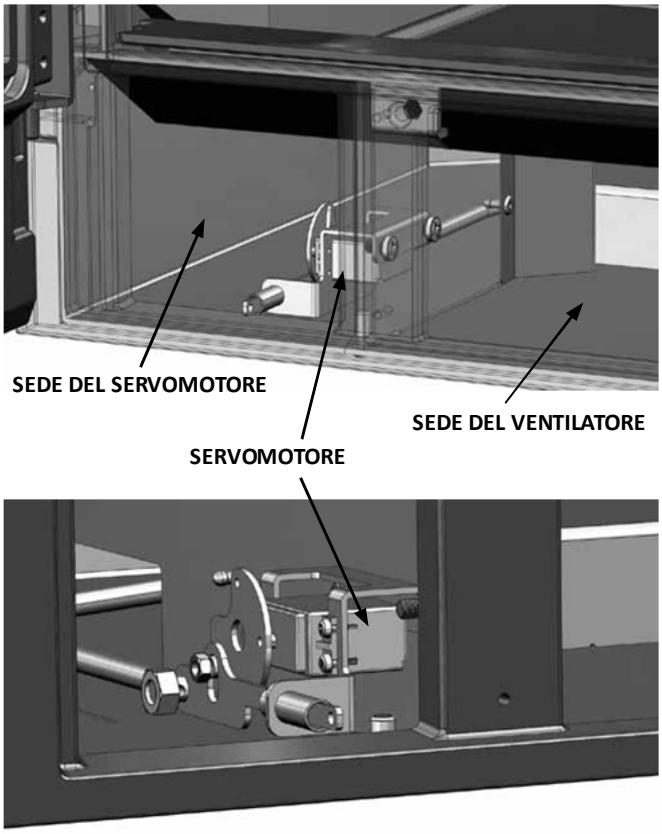

FIG. 3-4
3. Una volta rimosso il supporto del ventilatore, si accede alla sede del servomotore (Fig. 3-4).